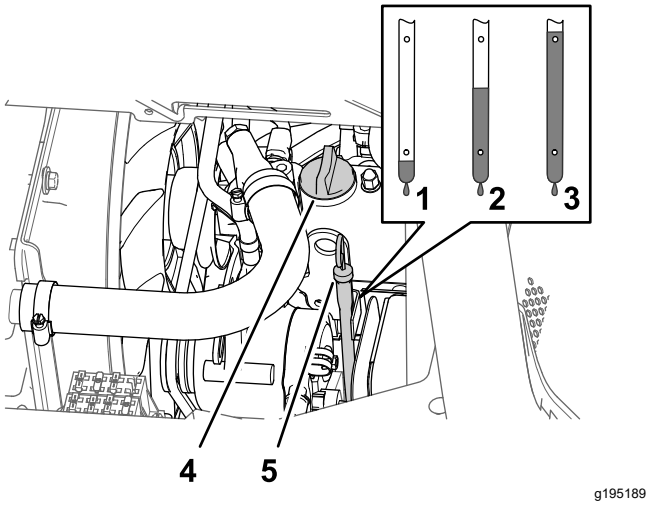

Figura 80
5. Retire a tampa do compartimento de óleo do tubo de enchimento da cobertura da válvula do motor (Figura 80) e despeje lentamente cerca de 80% da quantidade especificada de óleo no tubo de enchimento.
6. Retire a vareta e verifique o nível de óleo no motor (Figura 80).
7. Adicione lentamente o óleo especificado para elevar o nível de óleo até à marca de "cheio" na vareta (Figura 80).
8. Instale a tampa do compartimento de óleo no tubo de enchimento e a vareta no tubo da vareta (Figura 80).